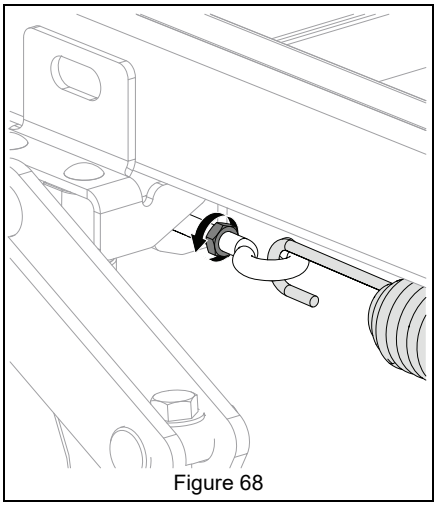

Figure 68
2. Loosen the rear jam nuts on the spring anchor bolts completely so nuts are at the end of the anchor bolt threads. See Figure 68.